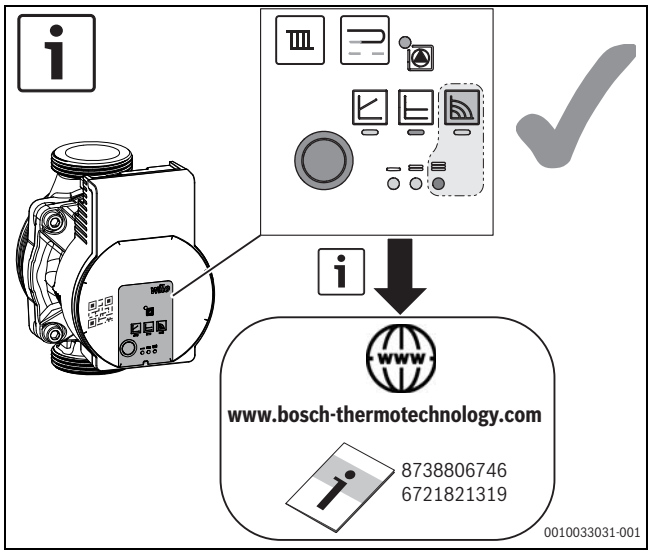

Fig. 13 Réglage de la pompe (exemple)
- Régler la pompe sur le niveau 3 (→fig. 13).